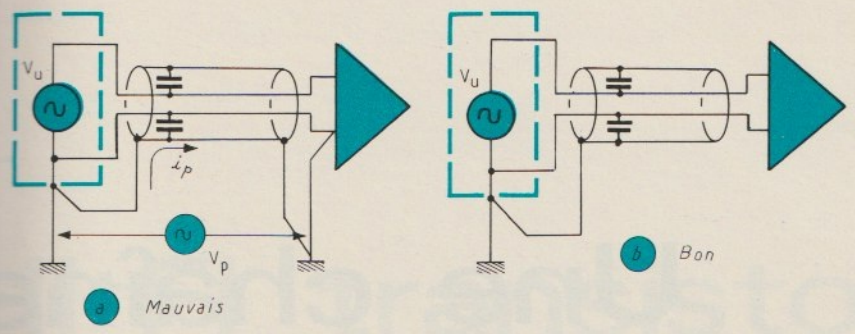

Fig. 14 — Choix des points de masse.
e) éviter les boucles de masse (voir figure 14).